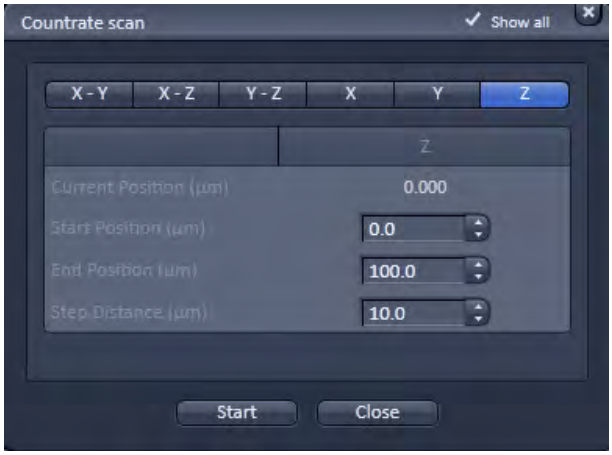

Fig. 343 Countrate scan window for x, y and z scans
- Click on the **xyz-Scan** button to open the **Countrate scan** window (Fig. 343). Click the **Close** button to close the window.